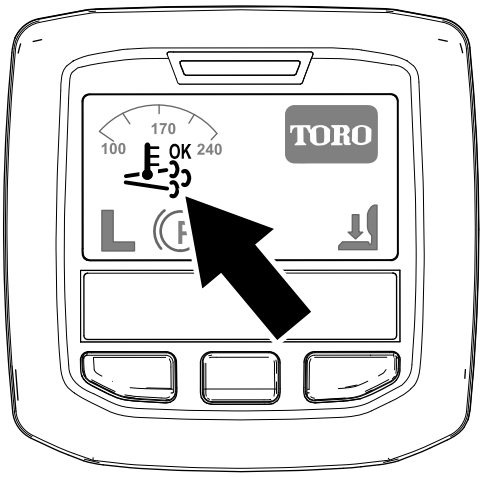

**Figur 26**
- Symbolen för stöd-/återställningsregenerering visas i InfoCenter (Figur 26).